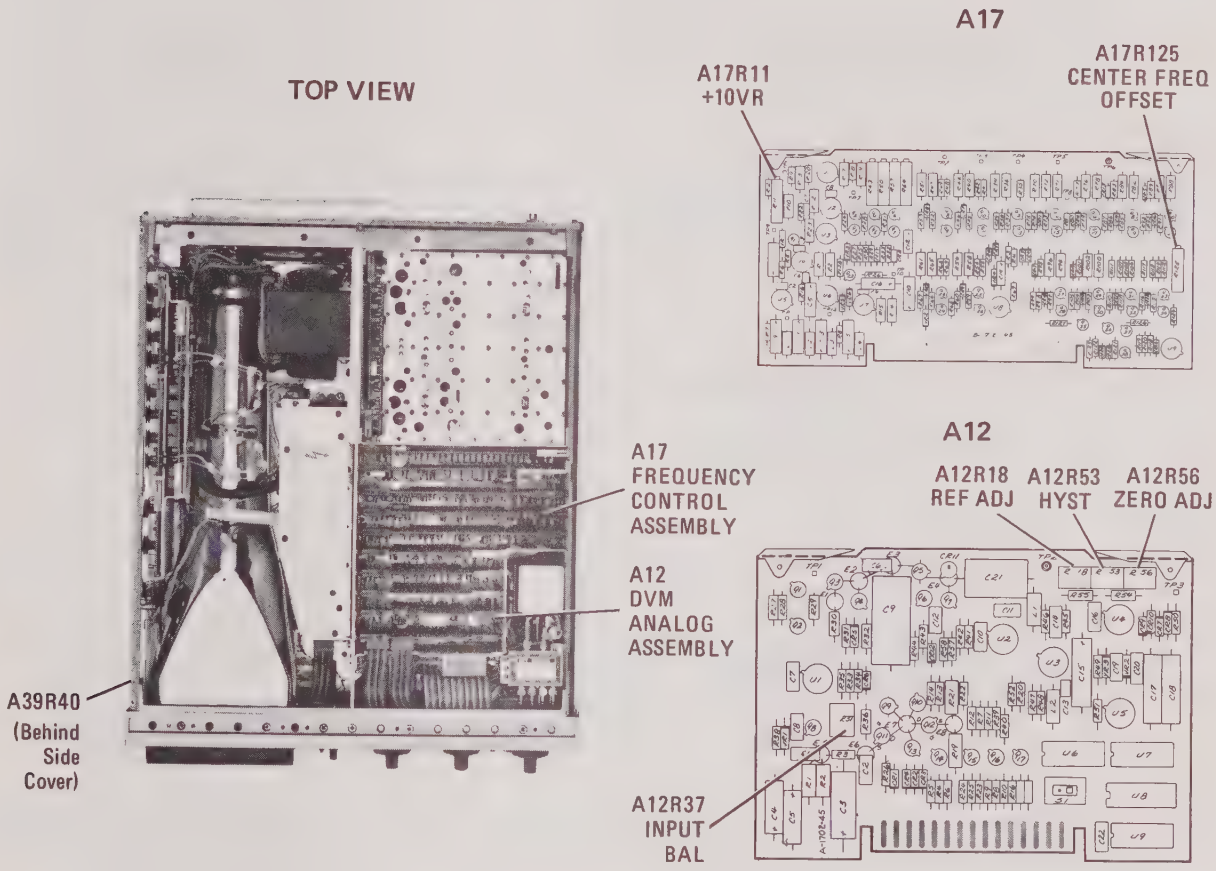

Figure 5-30. +10V Reference and Digital Readout Adjustment Locations
c. Connect digital voltmeter to A17TP1 +10VR and adjust A17R11 +10VR (Figure 5-30) for +10.0000V ± 0.0002V. If unable to adjust A17R11 for +10 V, change factory selected resistor A17R9*. Decrease in A17R9* decreases voltage.